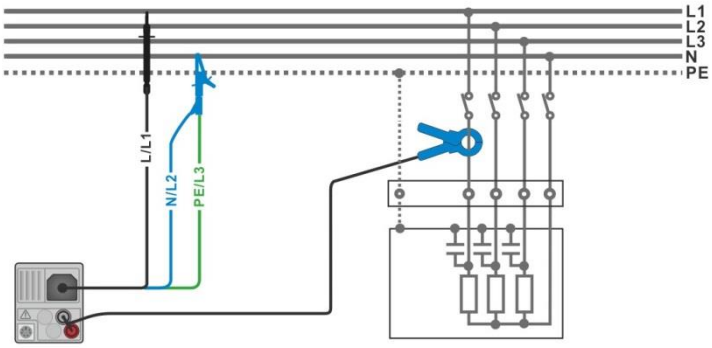

Figure 4.69: Power measurement
- Connect the voltage test leads and current clamp to the item to be tested (see ***Figure 4.69***).